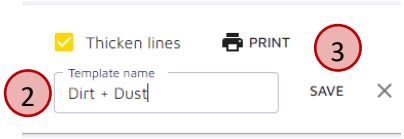

Figure 3.16
3. Type a name for the template (e.g. Dirt + Dust) into the **Template Name** field (② in Figure 3.16).
4. Click the **Save** button (③ in Figure 3.16).